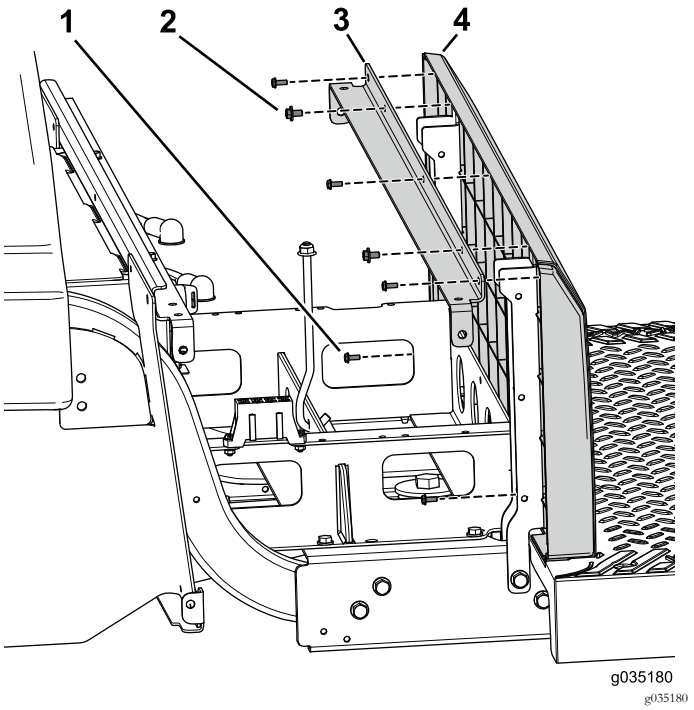

Figure 85
socle du siège sur les supports de siège gauche et droit (Figure 85).
6. Utilisez les 5 vis (nº 10 x ½") pour fixer le panneau arrière au support en équerre et aux supports de siège (Figure 85).